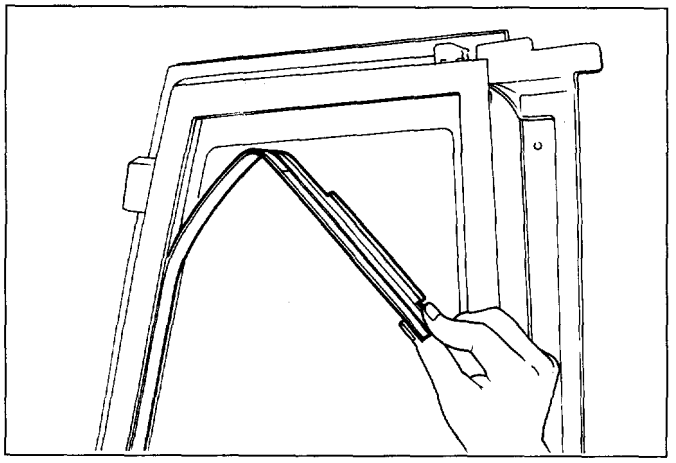

Fig. 10-171
1. **Tailgate frame cover (RH) (Fig. 10-171)**